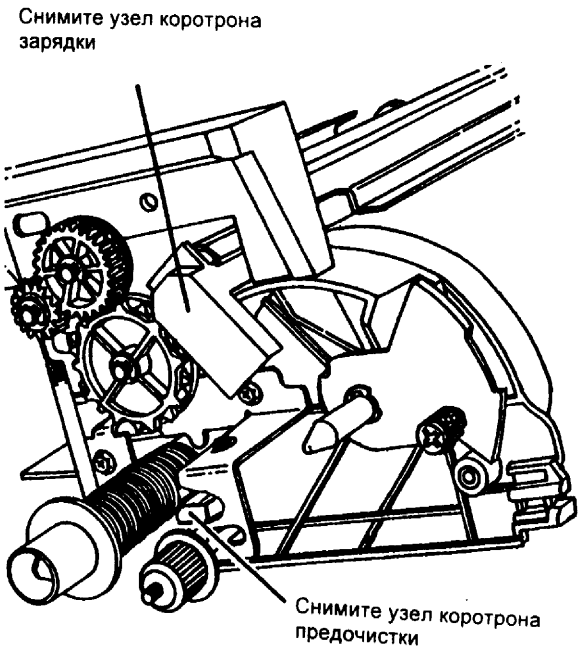

Рис. 1 Снятие узла коротрона
4. (Рис. 1) Снимите узел соответствующего коротрона.